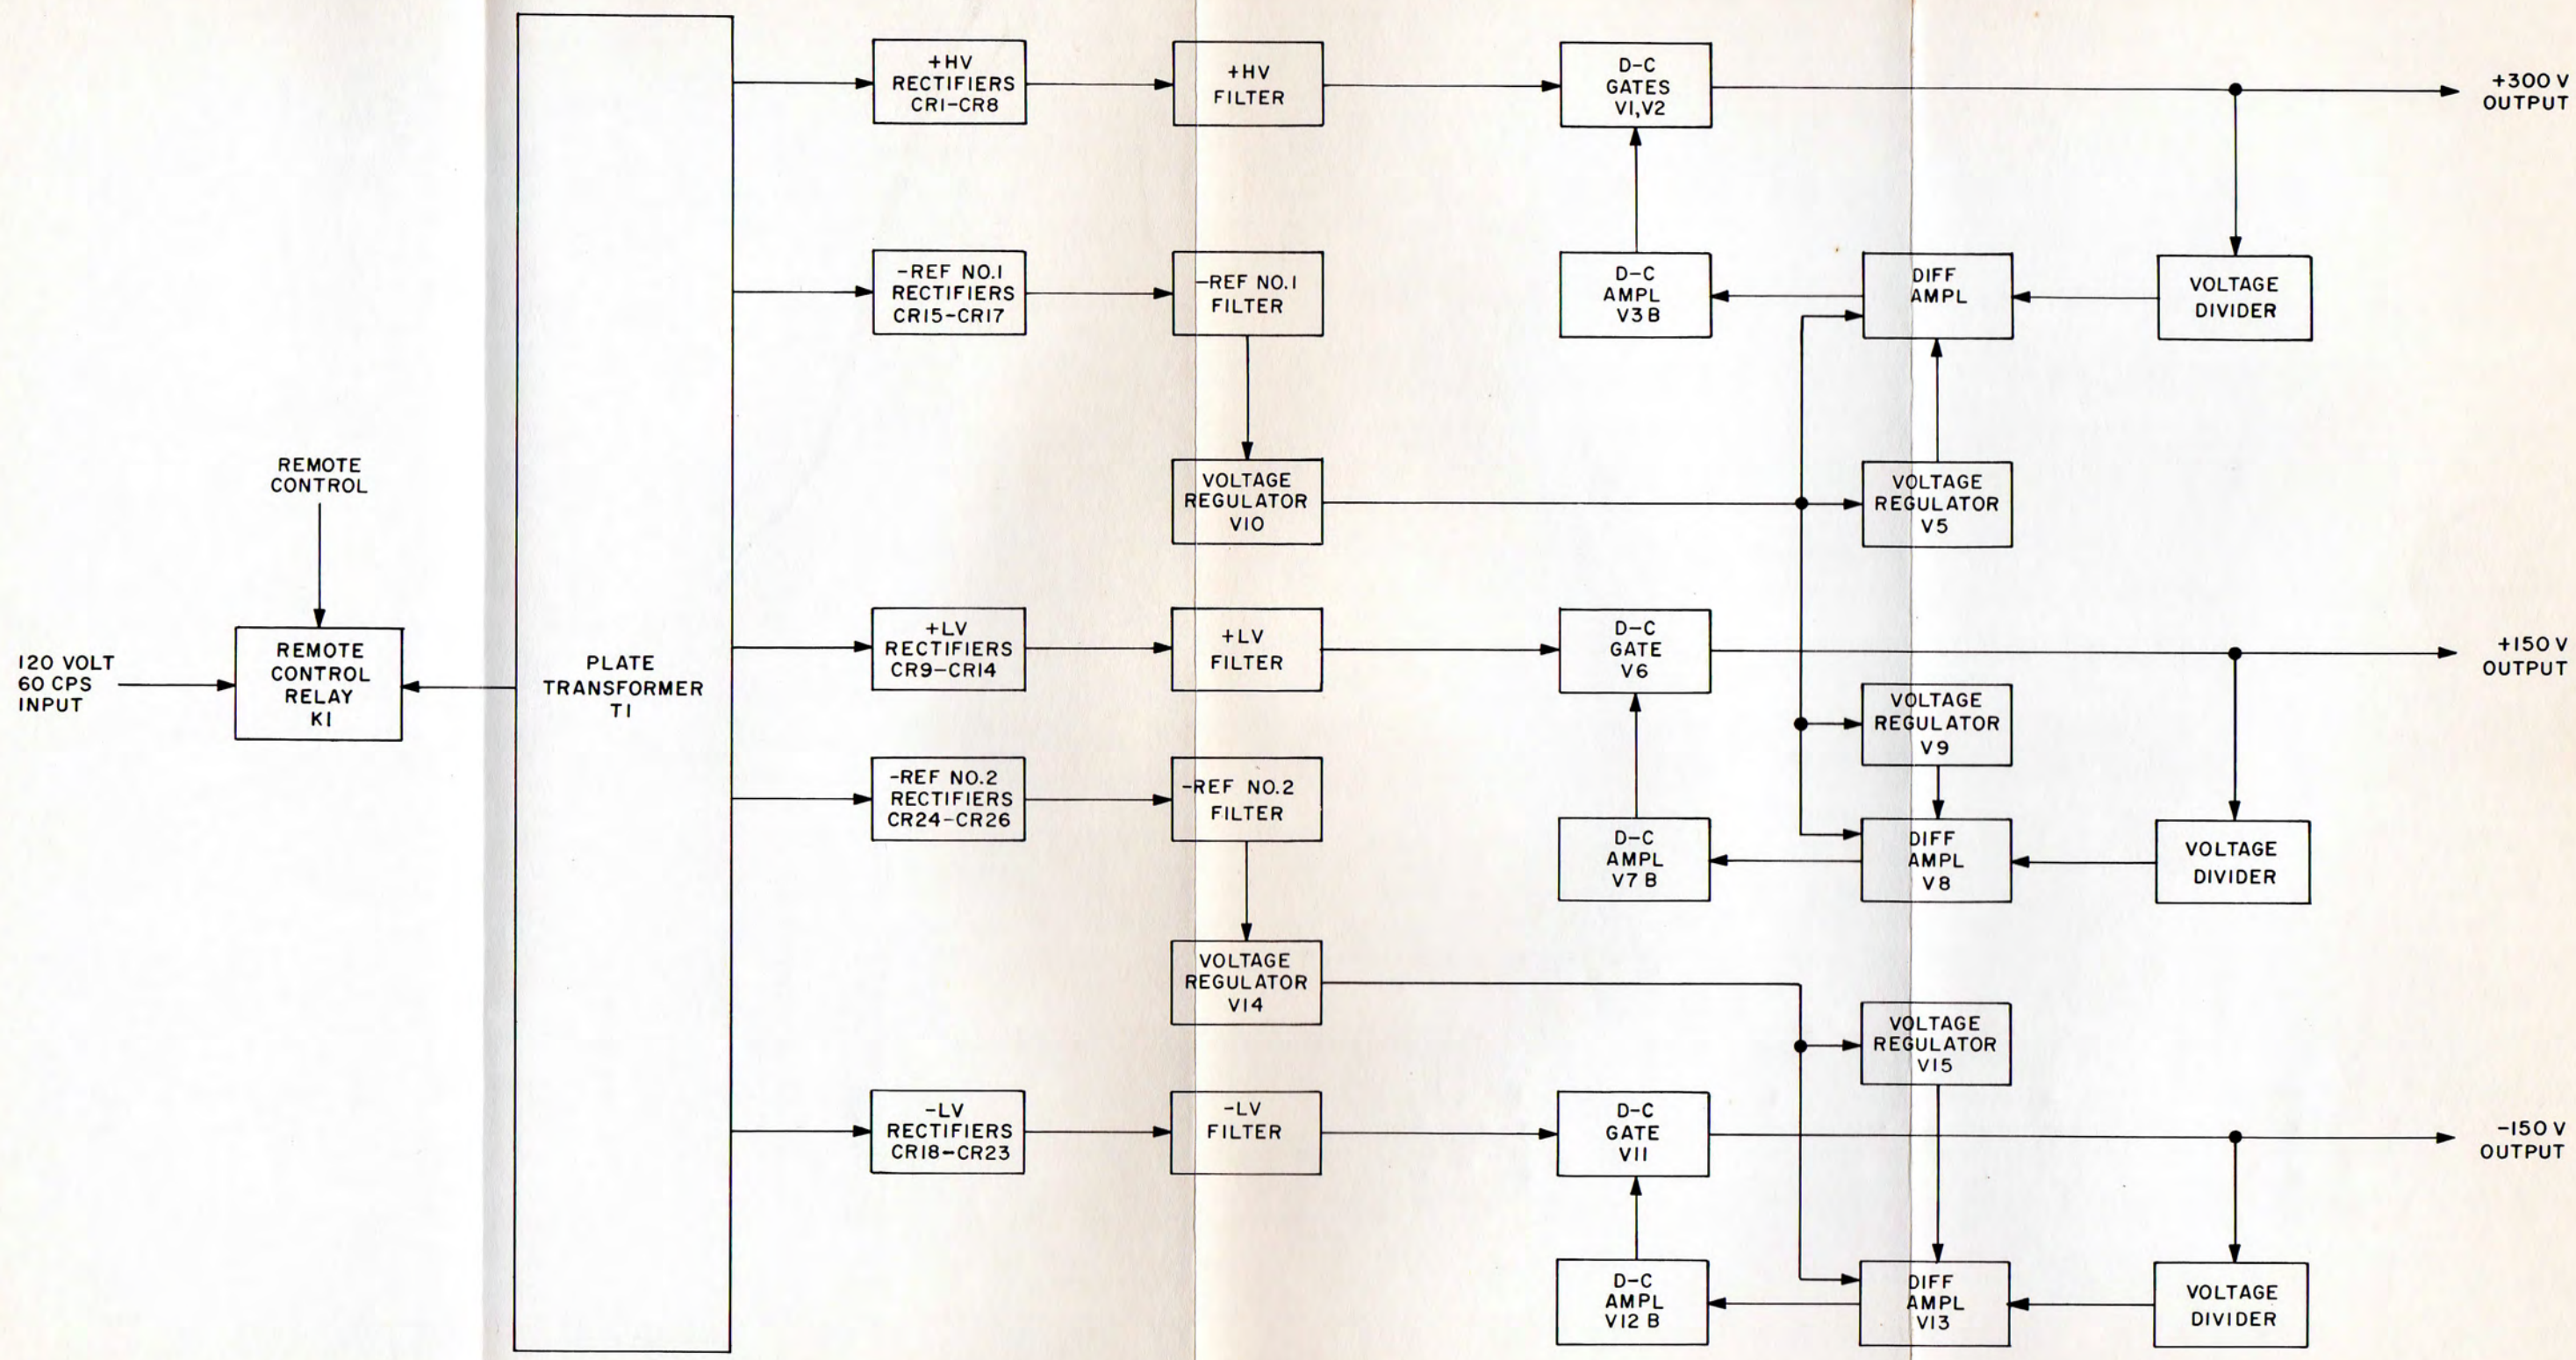

Figure 4-11. Power Supply Assembly PP-2541/FPN-42, Block Diagram
1. The dual power supply consists of two identical power supplies mounted on the same chassis. Each supply delivers regulated 300 volts at 300 milliamperes, 150 volts at 150 milliamperes, and -150 volts at 150 milliamperes. Figure 4-11 is the block diagram of one power supply. The schematic diagram is shown in figure 6-14. The nominal input requirements for each supply are 120 volts, 60 cps, single phase, at 300 watts.